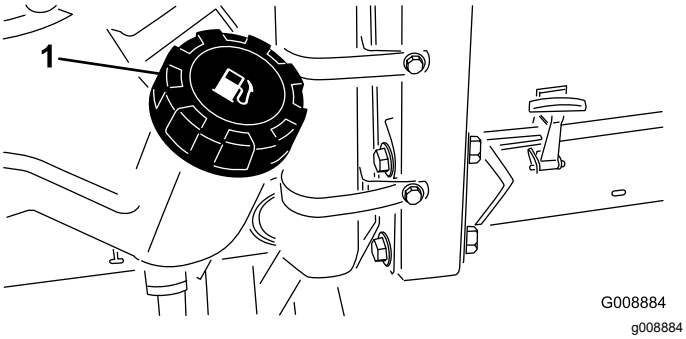

Figura 27
1. Pulite l'area circostante il tappo del serbatoio carburante (Figura 27).